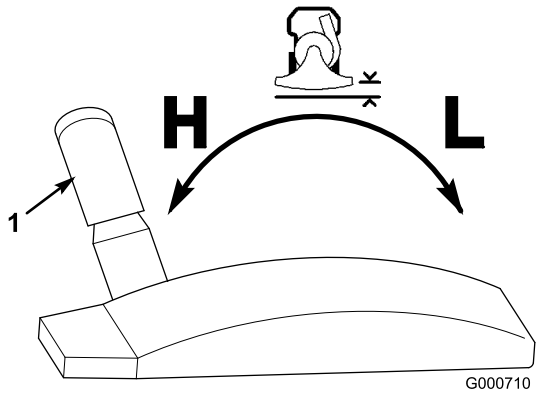

Figur 17
3. Flytta höjdjusteringsreglaget framåt för att sänka intagshuset och flytta det bakåt för att höja huset (Figur 17).